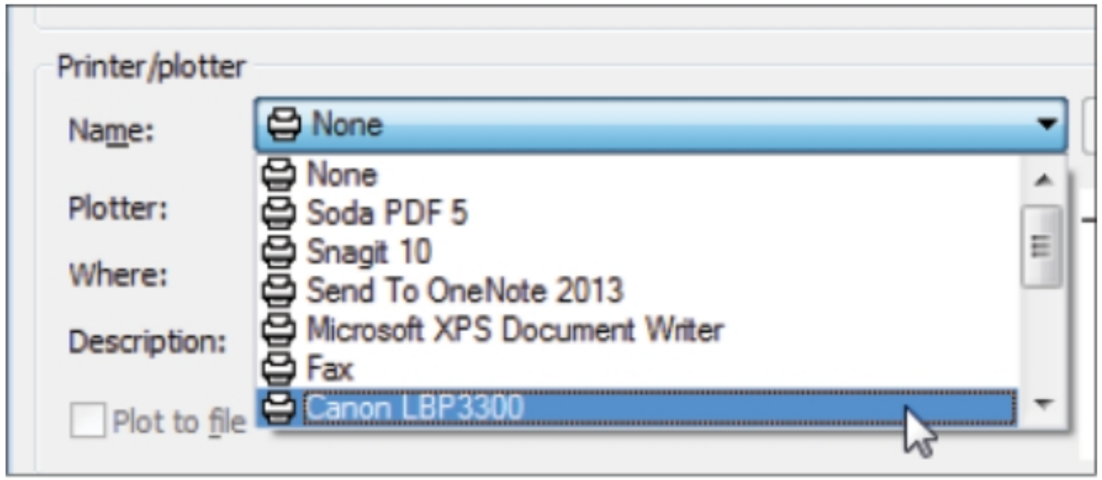

Figure-59. Printer selection
- Select the Printer/plotter from the **Name** drop-down in the **Printer/plotter** area of the dialog box; refer to Figure-59.